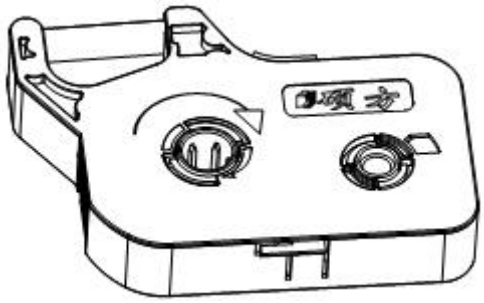
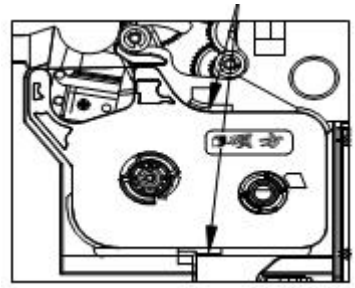

Figure 1 Tighten the Ribbon
Figure 2 Ribbon Cassette Installation
(1) See Figure 1. Tighten the ribbon according to the direction of arrow on ribbon cassette.
(2) Put the print head in a non-printable position.
(3) See Figure 2. Place the ribbon cassette at the position marked on tube printer.